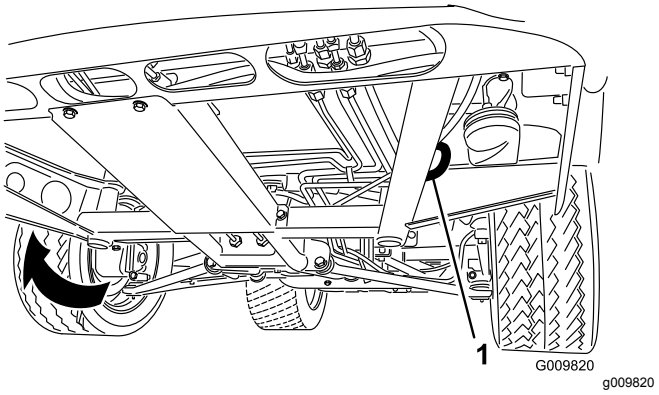
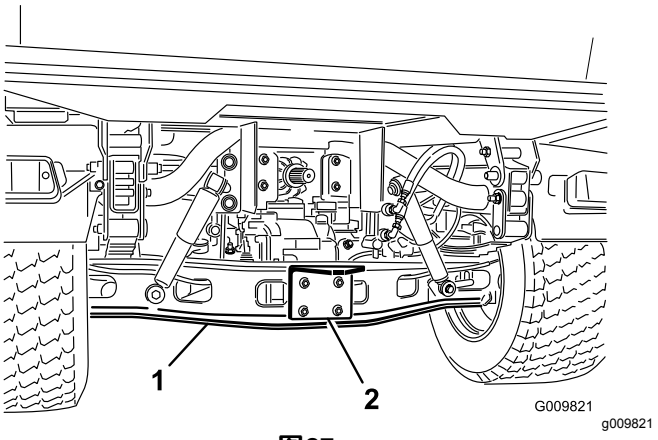

图26
图27
请参阅图26和图27查看机器栓系点的位置。
1. 将拖绳系在机器机架前面的牵引杆上图26。